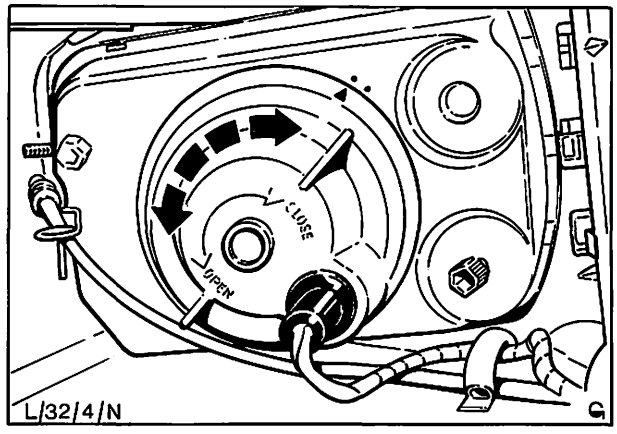

Abb. 10 Scheinwerferrückseite mit Glühlampenabdeckung
2. Glühlampenabdeckung – Scheinwerfer, Abb. 10, nach links drehen, um Glühlampe und Lampenhalterung zugänglich zu machen.